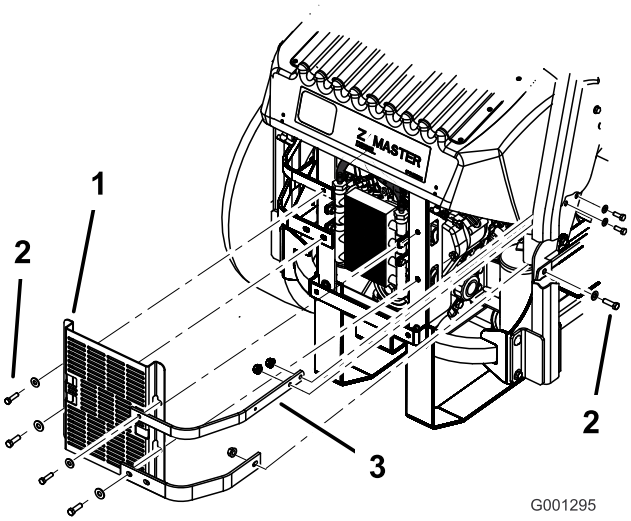

Figur 56
3. Fjern de fire bolte, der fastholder oliekølerens afskærmning til bagstellet (Figur 56).
4. Fjern de tre bolte, der fastholder motorbøjlerne til siden af maskinen (Figur 56).
12. Monter oliekølerafskærmningen og motorbøjlerne på bagstellet med de 4 bolte, som du tidligere afmonterede (Figur 56).
13. Monter motorbøjlerne på siden af maskinen (Figur 56).